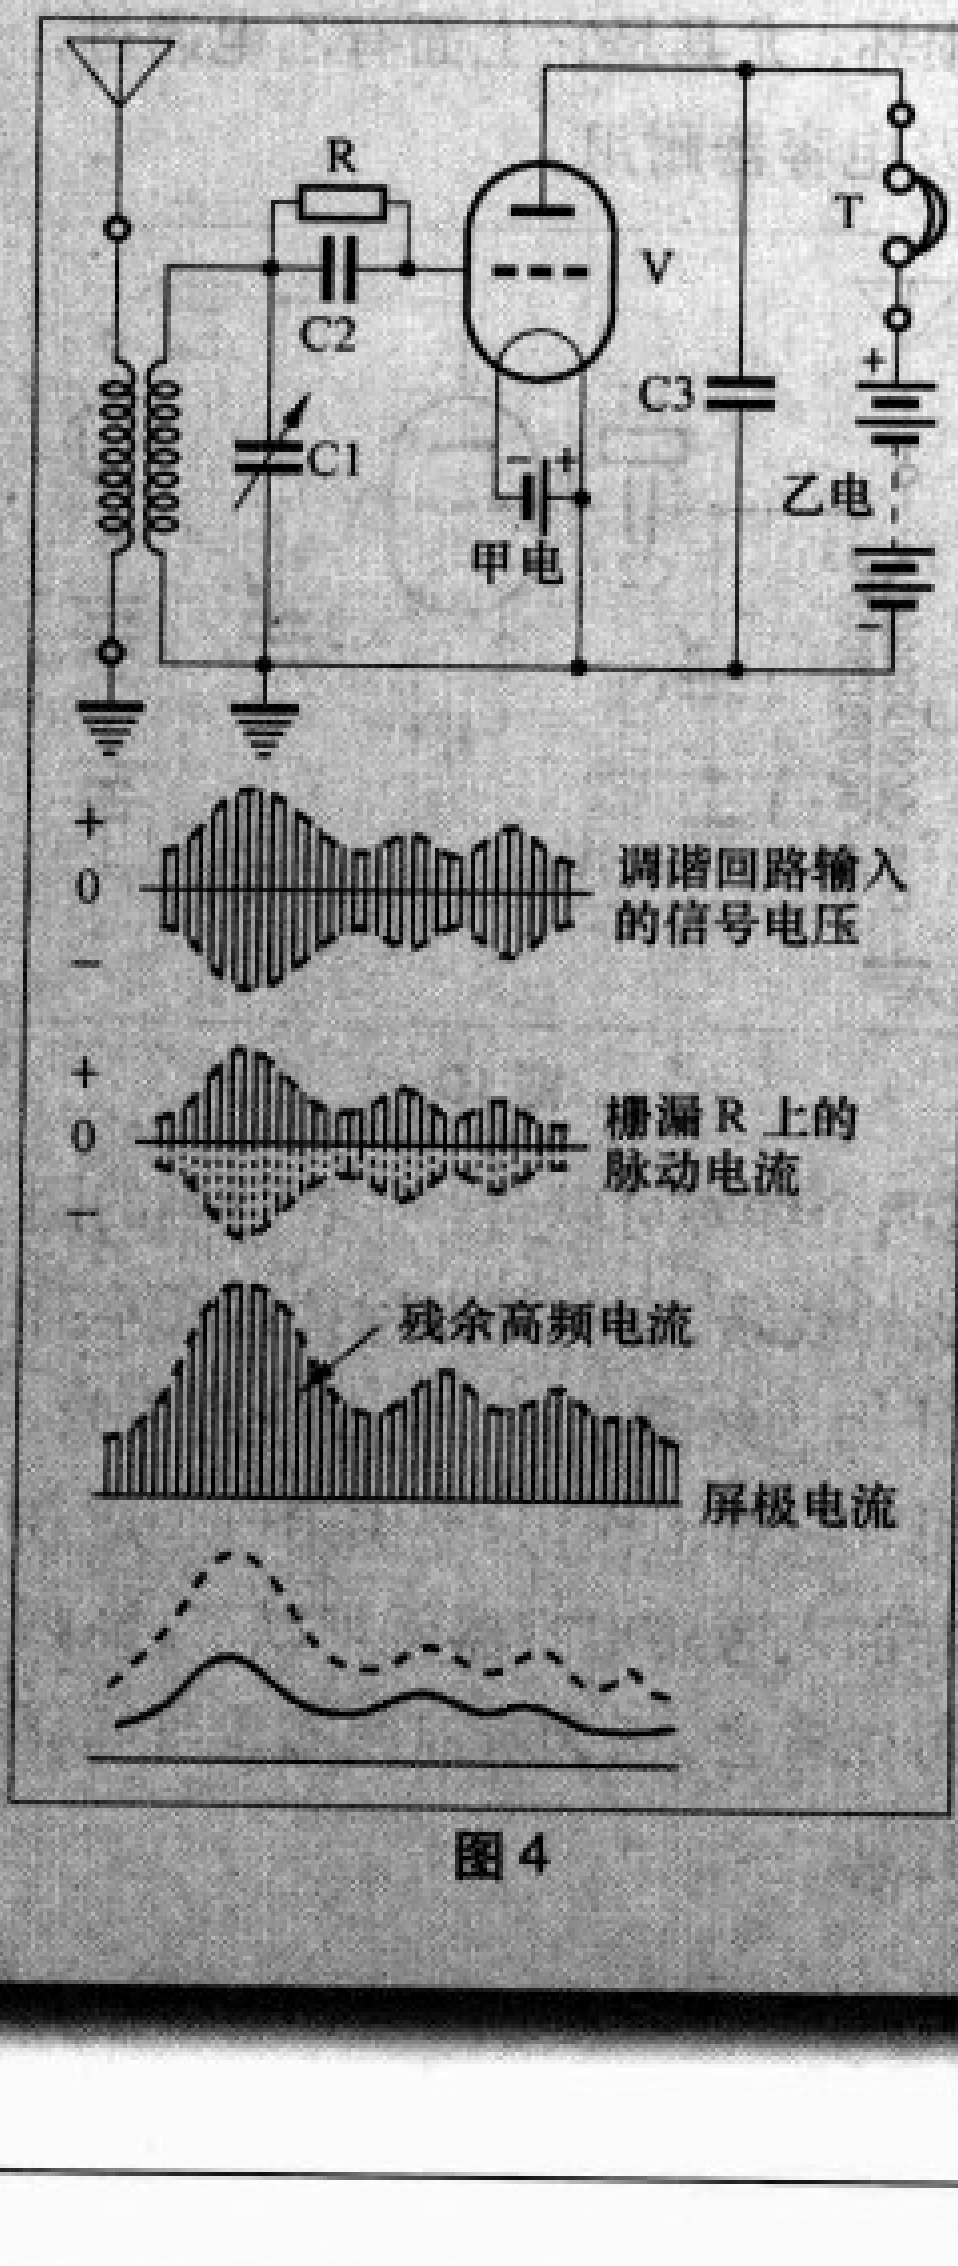

图4
(2)栅极检波 图4是栅极检波的线路，它是在栅极回路里进行检波的。当调谐回路调整到收到电台信号的时候，这个信号电压就加到栅极（通过栅极电容器C2）和灯丝之间。当输入到栅极的信号电压在正半周时，栅极吸收电子，为了不让这些电子积存在栅极上阻塞屏流，所以接入一个栅漏电阻R加以宣泄，使积存在栅极上的电子经过调谐线圈返回灯丝，完成栅极电流的回路。因此，R上就产生一个脉动直流的电压降。负半周时，栅极带负电压，拒斥电子，没有这些作用。这样就在栅极回路里完成了检波作用。同时，屏极电流是随着栅极上的信号电压的变化而变化的，因而屏流的波形完全和输入信号的半波波形相同，不过比例要大得多。